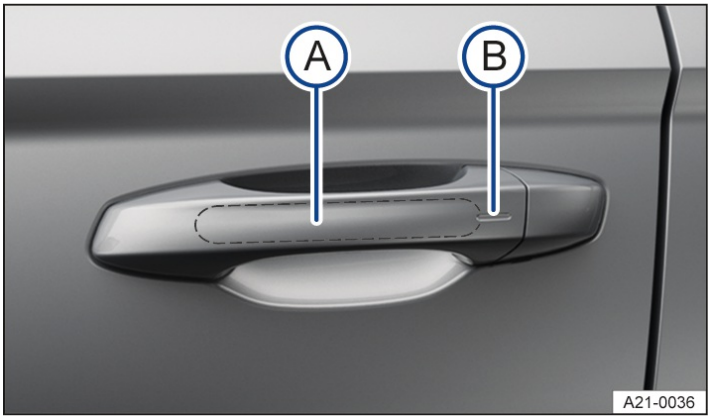

Fig. 2 In door handle: sensors.
1. Touch the sensor on the inside of the driver or passenger door handle→ *fig. 2* (A).
3. Touch the sensor on the outside of the driver or passenger door handle→ *fig. 2* (B).
2. Then, within five seconds of locking the vehicle, touch the sensor on the outside of the door handle once → *fig. 2* (B). Do not grasp the door handle during this process.
1. Press and hold the sensor on the driver or passenger door handle for a few seconds→ *fig. 2* (B).